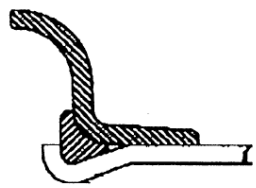

Fig 3.
- Visually check the lock-ring is still seated correctly and there is no clearance between it and the loose flange Fig. 3.